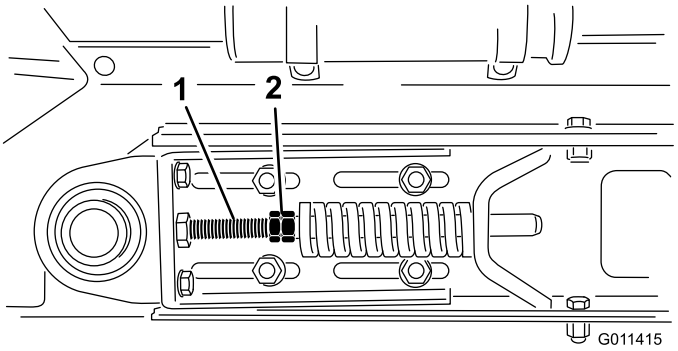

Figur 31
3. Lossa kontramuttrarna och muttrarna på spännstången för att frigöra fjäderspänningen (Figur 31).